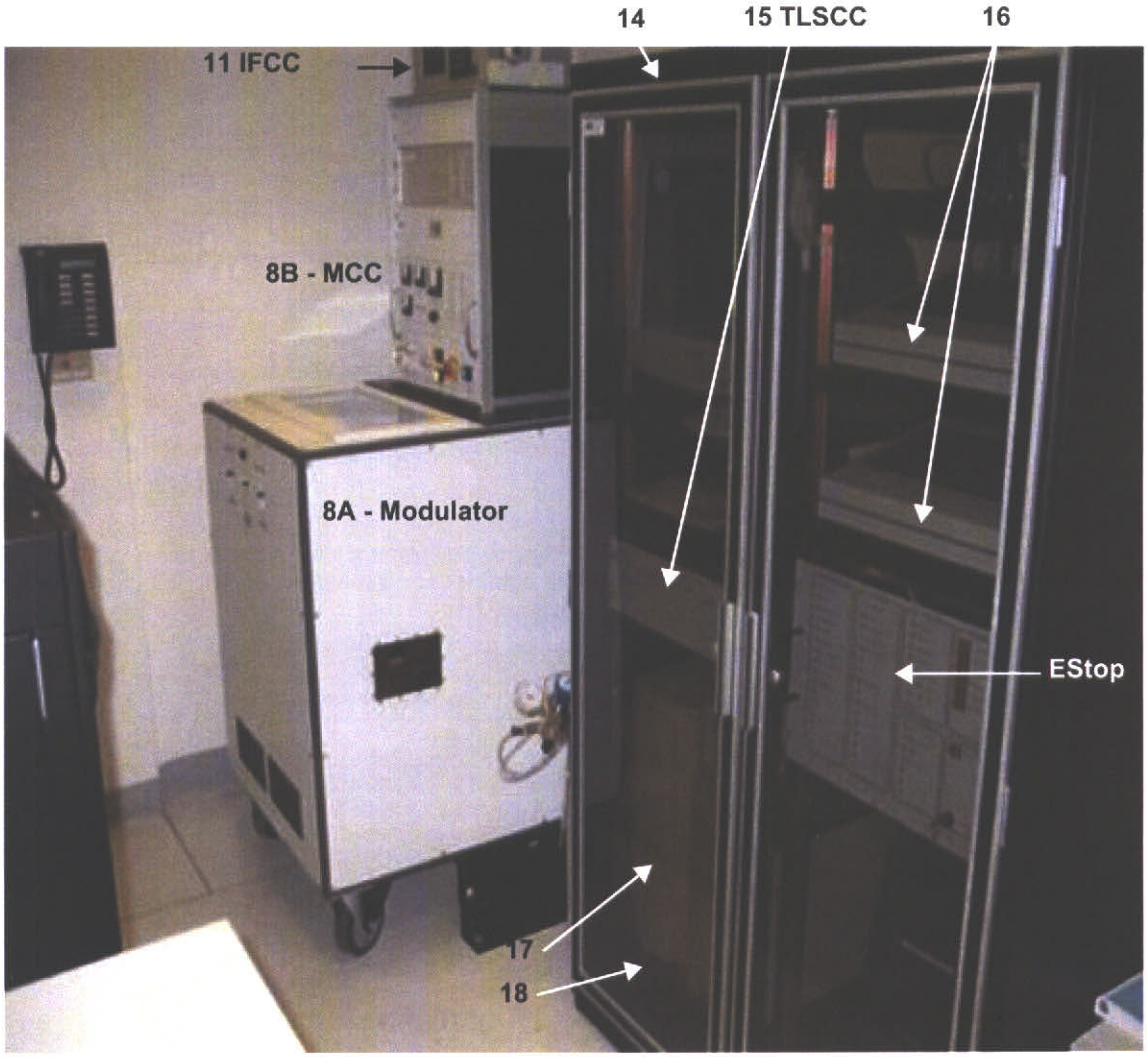

Figure 2-9 Modulator/Modulator Control Chassis and Dual Equipment Rack
- The equipment room *(Figure 2-9, Modulator/Modulator Control Chassis and Dual Equipment Rack, Page 8)* is located adjacent to the shielded walls of the treatment room and is intended to hold the bulk of support equipment needed for planning and treatment. This equipment includes the facility power interface, E-stop assembly, primary and target locating computers, and robot controller. The room is cooled with a customer-supplied A/C unit. A telephone is required in the equipment room for the CyberKnife System.
- The Modulator Control Chassis (MCC) (*(Figure 2-9, Modulator/Modulator Control Chassis and Dual Equipment Rack, Page 8)*) contains the modulator and LINAC control circuits, as well as the fault circuitry and an interface card allowing control by the CyberKnife System.
(1) dose rate,
(2) beam-steering currents,
(3) magnetron tuner position, and
(4) miscellaneous faults.